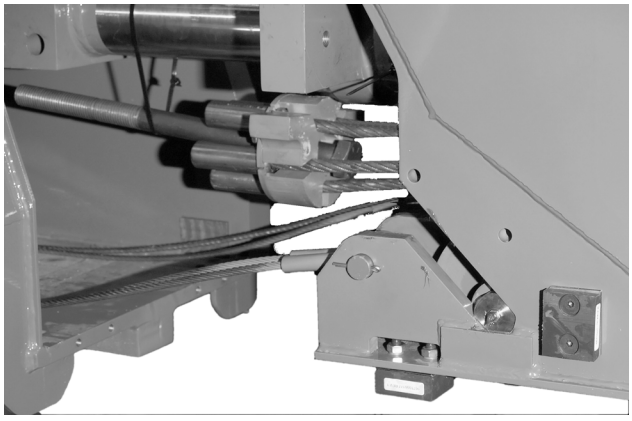

FIGURA 4-70
17. Fije los cables de retracción centrales a la sección central exterior. (Figura 4-70).